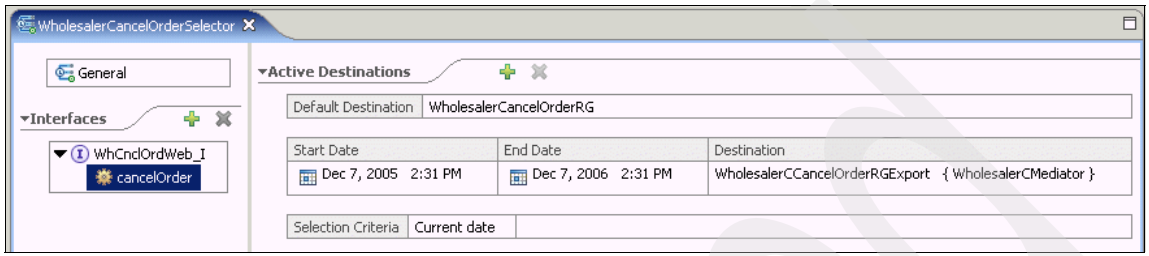

Figure D-22 The imported WholesalerCancelOrderSelector
b. When the WholesalerCancelOrderSelector editor (Figure D-22) opens, click **cancelOrder**.